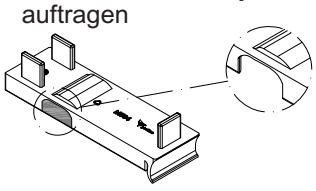

Abb. 4 Ausbrüche an der Unterseite herauslösen
- Auf der Unterseite der Kappe **M594** Ausbrüche für die Führungsschiene herauslösen (Abb. 4).